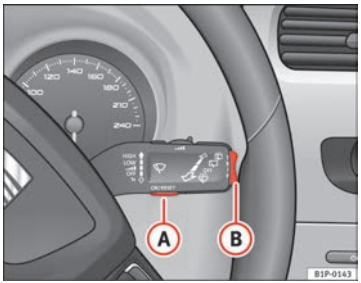
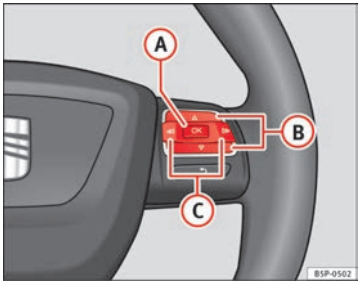

Fig. 43 Windscreen wiper lever: button A to confirm the menu selection and rocker switch B to change the menu
Fig. 44 Steering wheel controls: button A to confirm the menu selection and switch B to change the menu
– Press button (A) on the windscreen wiper lever. The **Configuration** menu is opened.
– To access the “Configuration” menu, press button (C) ⇒ fig. 44 until the menu is displayed. Now you are in this menu.
– Select option **Winter tyres** using switch (B).
– Press button (A). The menu **Winter tyres** is opened.
– Use button (B) to select the menu option **+ 10 km/h** or **- 10 km/h** and press button (B) to either increase or decrease the set speed.
– Use switch (B) to select the menu point **On / Off** and press the button to switch the speed warning on or off. If the speed warning is deactivated, three dashes will be displayed **---**
– To change from one memory to another, briefly press button A ⇒ fig. 43 ⇒ page 68 on the windscreen wiper lever or the OK button on the multifunction lever ⇒ fig. 44 ⇒ page 68 while the ignition is switched on. ▶
The following data can be viewed on the multifunction display using the rocker switch (B) ⇒ fig. 43 ⇒ page 68 on the windscreen wiper lever or by pressing button (△) or (▽) ⇒ fig. 44 on the multifunction steering wheel*.